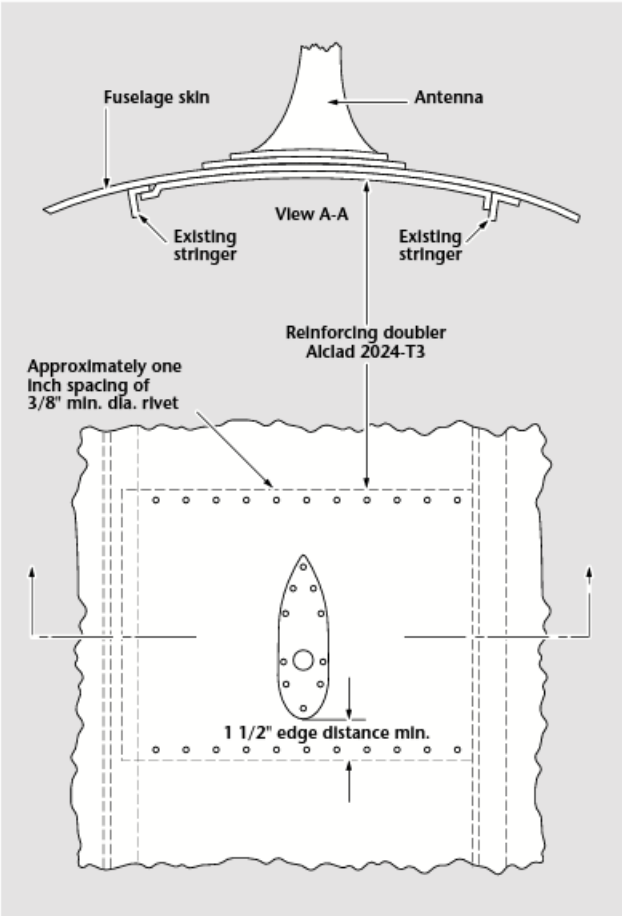

Figure 6-4-6. Doublers are sometimes necessary on skin-mounted antenna.
2. Install a reinforcing doubler of sufficient thickness to reinforce the aircraft skin. The length and width of the reinforcing plate should approximate the example shown in Figure 6-4-6.